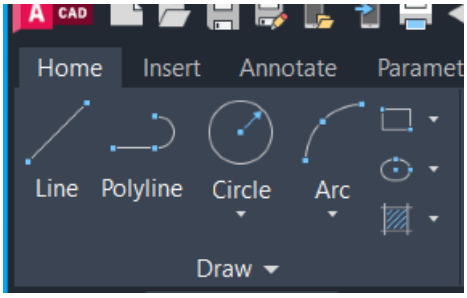

**Рис. 17.** Розташування основних графічних примітивів у панельному меню у вигляді кнопок
*Графічний примітив* – це попередньо визначений основний геометричний елемент, за допомогою якого будуються складніші моделі. Програма AutoCAD використовує великий набір примітивів (рис. 17): точки, відрізки, кола, дуги, полілінії (неперервна послідовність відрізків і дуг), мультилінії (ламана лінія, сегменти якої складаються з декількох паралельних відрізків), сплайни (гладкі криві, які проходять через заданий набір точок), тексти, блоки (іменовані об’єкти, сформовані із декількох примітивів), еліпси, многокутники, фігури (частини площини, обмежені трьома або чотирма відрізками), прості тіла тощо. Загальні властивості, які мають усі примітиви, наступні: належність до шару, колір, тип і товщина лінії. Окремі примітиви (текст, блок) мають спеціальні властивості: гарнітура, кут нахилу, точка вставки тощо.